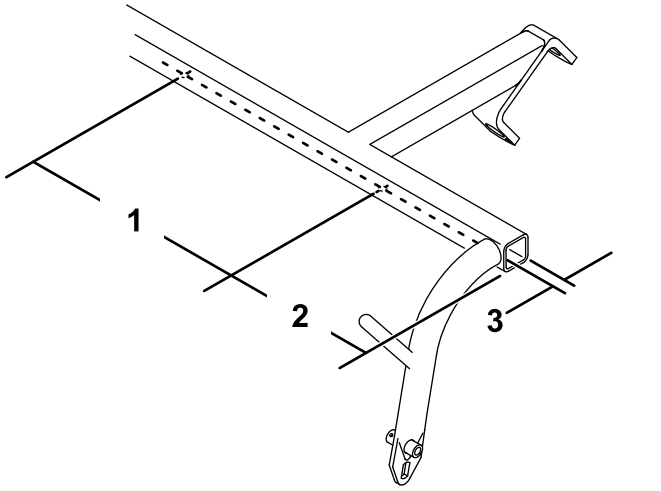

Figur 2
4. Hvis trekkrammen ikke har to hull på undersiden, bor dem på plasseringen vist i Figur 2 med et 5,6 mm bor.